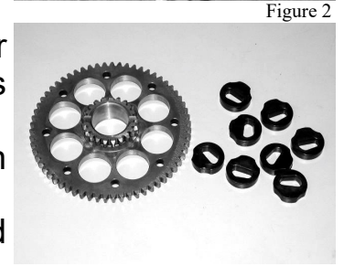

Figure 3
- Remove the primary drive gear/ kickstarter gear assembly and the stock cushions (Figure 3)